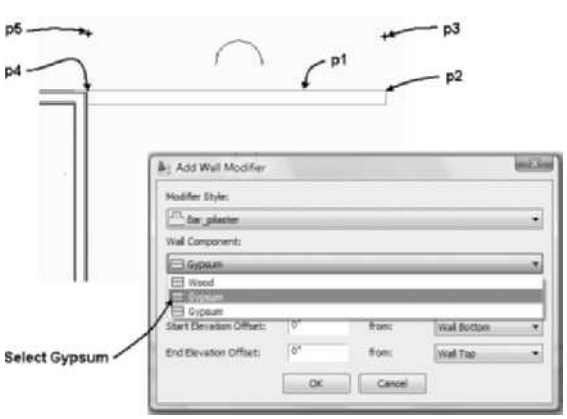

FIGURE 3.85 *Location of wall modifier*
12. Select the wall at **p1** as shown in Figure 3.85, and choose **Add** from Plan Modifier fly-out of the Modify panel in the Wall tab. Respond to the workspace prompts as shown below and refer to Figure 3.85.
Select start point: *(Select the wall at* ***p2*** *using the running Endpoint object snap as shown in Figure 3.85.)*
Select the side to draw the modifier: *(Select a point near* ***p3*** *as shown in Figure 3.85.)*
(Add Wall Modifier dialog box opens; refer to Figure 3.85 to edit the Wall Modifier Style = Bar_Pilaster*, Start Elevation =* 0*, End Elevation = 0, and set Wall Component = Gypsum. (There are two gypsum components listed; choose the top gypsum component.)*
13. Retain the selection of the wall at p1 as shown in Figure 3.85 and choose Add from the Plan Modifier flyout of the Modify panel in the Wall tab. Respond to the workspace prompts as shown below.
Select start point: *(Select the wall at **p4** using the running Endpoint object snap as shown in Figure 3.85.)*
Select the side to draw the modifier: *(Select a point near **p5** as shown in Figure 3.85.)*
(The **Add Wall Modifier** *dialog box opens; edit the* Wall Modifier Style = **Bar_Pilaster**, Wall Component = **Gypsum**, Start Elevation = **0**, End Elevation = **0** *as shown in Figure 3.85. There are two gypsum components listed; choose the top gypsum component.)*